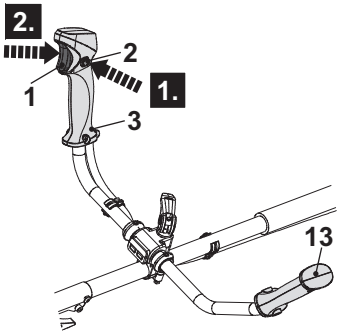

Fig. 20
1. Hold the product with one hand at the lefthandle bar (13) and with the other at the righthandle bar (3).
2. Press the lock-off button (2) and hold it in position (Fig. 20, step 1).
3. Squeeze the on/off switch (1) to switch the product on (Fig. 20, step 2). Release the lockoff button (2) afterwards.
4. Release the on/off switch (1) to switch theproduct off.